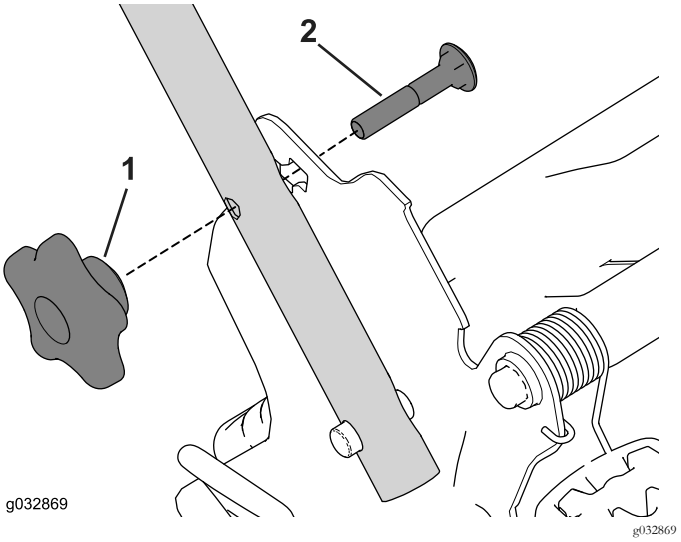

Rysunek 8
4. Włóż śrubę podsadzaną (z łbem śruby skierowanym do środka) przez dolny lub górny kwadratowy otwór we wsporniku uchwytu i przez górny otwór w końcówce uchwytu (Rysunek 8).